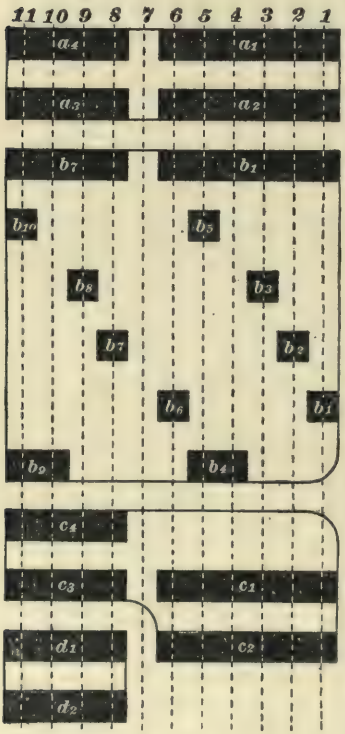

FIG. 12.
**18. The No. 34 Power Drum.**—Fig. 12 shows the No. 34 power drum; it has in it four separate castings so disposed that those that connect together are placed next to each other, in this way doing away with all strips and wires on the drum. There are three features about this drum not found on any of the drums previously shown. In the first place, the casting $a_1$, $a_2$, $a_3$, $a_4$ is not used to make or change any combinations of connections; it is used simply to put two more breaks in the circuit, so that the tips and fingers are not so badly taxed when the drum is thrown on and off, or when it is thrown from series to parallel, or vice versa; the more places in which an arc is broken, the less burning goes on in each place. The next unique feature is that to throw the drum on or off, it must be turned in the opposite way, in respect to the fingers, to what we are used to in turning drums. To put the No. 34 drum on, the handle must be turned in the direction of the hands of a clock, the same as on any other controller, but it must be noticed that in doing so,
the drum tips move from the fingers; in throwing the drum off, the tips move toward the fingers. On all other controllers, the reverse is true. The reason is this: on most controllers the power and reverse finger boards are, as a rule, on the outer edge of the drum in both cases. On the No. 34 power drum the single finger board being in the center, the two sets of fingers must stick out on either side, and hence are in the opposite direction to what we are used to seeing them. Stress is laid on this point, because, from the fact that the finger board is on this side of the drum, the drawing of the same is apt to appear peculiar, and the student is liable to get confused in tracing out the path of the current unless he bears the point in mind. In Fig. 12, the first position is on the opposite side of the drum from what we are used to seeing it, because the finger board is on that side. This same drum would do to use with a finger board placed on the left-hand side. The point of support of the fingers has simply been changed over, the buttons on the fingers remaining in the same place.